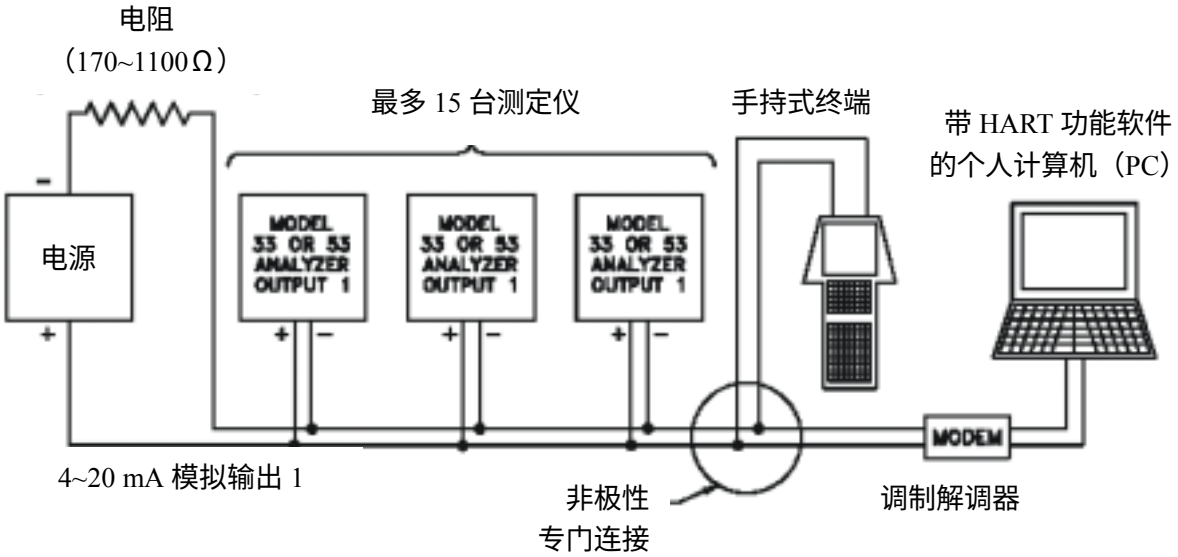

图 3-4　HART 多点模式接线图（用于多台分析仪网络）
2. 参见图 3-4 并行连接每台分析仪的 4~20 mA 模拟输出 1 信号到一根电缆上，如图所示匹配极性。